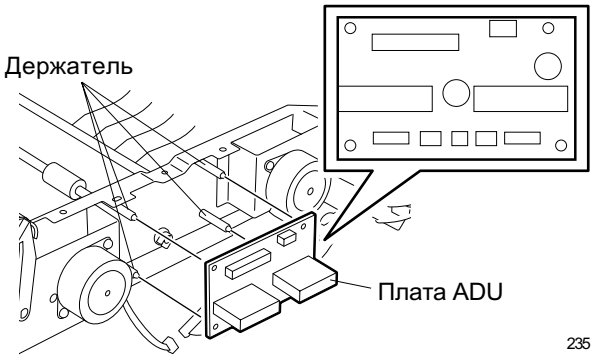

Fig. 6-14
7. Снимите плату ADU. (см. Fig. 6-14)